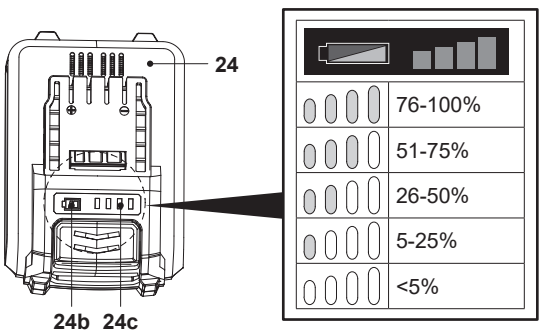

**Fig. 10**
A bateria (24) está equipada com indicadores da capacidade da bateria (24c) que são utilizados para indicar a capacidade restante da bateria. Prima o botão de capacidade da bateria (24b) para verificar a respetiva capacidade (Fig. 10). Os LED ficam acesos durante cerca de 3 segundos.